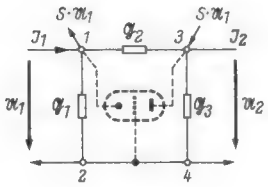

Bild 11.
Die Gitterbasisschaltung ist in Bild 11 dargestellt. Während bei der Katodenbasisschaltung die steuernde Spannung von Gitter nach Katode gerichtet ist, liegt bei der Gitterbasisschaltung die umgekehrte Spannungsrichtung vor. Dementsprechend muß die Pfeilrichtung für die Einströmung $S \cdot \mathfrak{U}_1$ umgekehrt wie bei der Katodenbasisschaltung gerichtet sein.
Ausgang von Bild 11 zur Ermittlung von $\mathfrak{Y}_1$ kurzgeschlossen
Der Übergang ist aber leicht zu bewerkstelligen. Beispiel: GB-Schaltung. Punkt 1 mit 0 verbunden (Bild 13). Die zwischen Katode (3) und Gitter (Erde) (1) wirksame Spannung heißt hier $\mathfrak{U}_3$, in Bild 11 dagegen $\mathfrak{U}_1$. Der zum Katodenanschlußpunkt fließende Strom heißt in Bild 13 $\mathfrak{J}_3$, in Bild 11 dagegen $\mathfrak{J}_1$.
Rechts: Bild 11. Ansicht des fertigen Gerätes von vorn